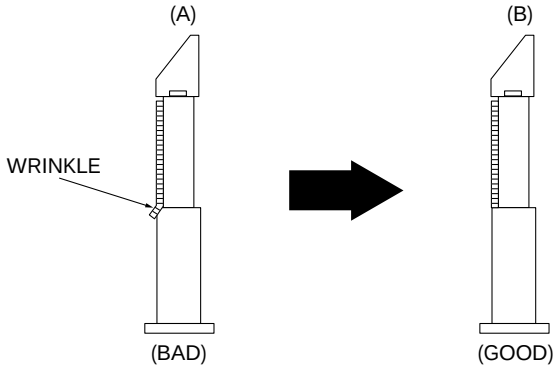

Fig. 2-5 Tape Guide Check
2) Confirm that there is no curl or wrinkle at the lower flange of tape guide as shown in Fig. 2-5 (B).
3) If a curl or wrinkle of the tape occurs, slightly turn the screw (A) tilt adjust on the ACE head ass'y.